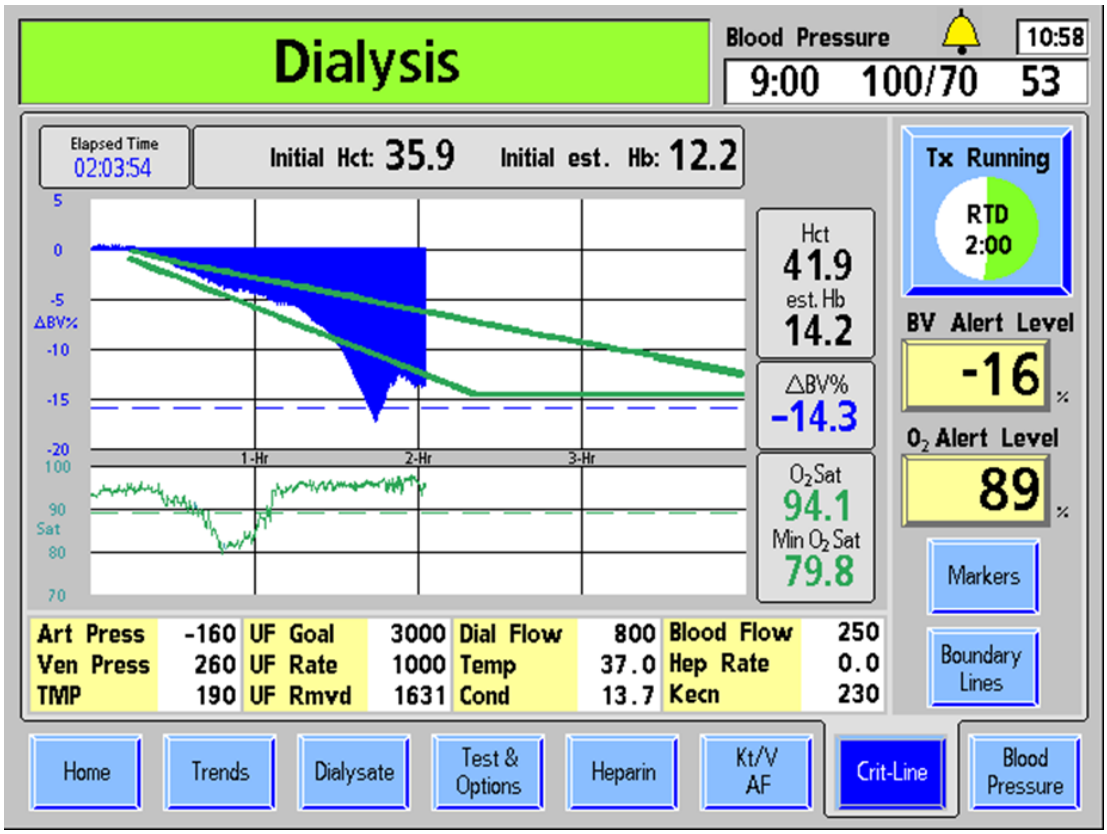
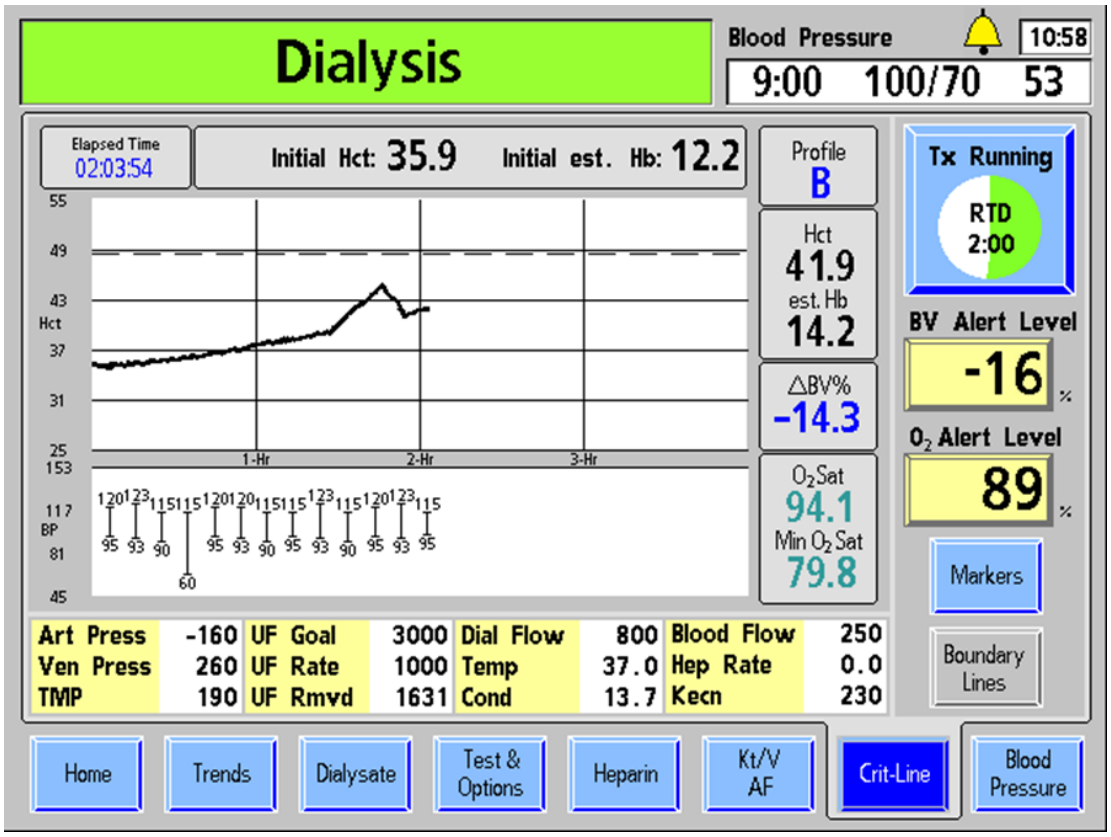

Figure 77 – Crit-Line Screen (Showing BV with Boundary Lines and O_2 Saturation) (Showing functional software version 2.74 or later)
Figure 78 – Crit-Line Screen (Showing Hct and BP) (Showing functional software version 2.74 or later)
The "Crit-Line" screen can display either Blood Volume (BV) (see Figure 77 on page 157) or Hematocrit (Hct) (see Figure 78 below) on the upper graph depending on the Service Mode setting.
Boundary Lines – If enabled by pressing the **Boundary Lines** button, these two green lines on the BV graph show where a per hour drop of -3% and -6.5% in relative blood volume would be. The lower line does not go below a -15% drop for the entire treatment. The two lines are displayed at the beginning of treatment, but do not cover the first 15 minutes of treatment (see Figure 77). After four hours of treatment, the boundary lines disappear. When boundary lines are displayed, the blood volume change profile letter (A, B or C) is not shown.
The BV (Blood Volume) graph (Figure 77 on page 157) is displayed as a fill graph. A line is filled from 0 to the ΔBV% value. As the dialysis treatment progresses, fluid is taken out of the blood by the 2008T hemodialysis machine's ultrafiltration pump. This will result in a greater percentage of the blood being red blood cells and the blood volume fill graph will trend downwards and approach the alert level. The BV alert level is drawn as a blue dotted line across the BV graph.
The Hct (Hematocrit) graph is a line graph (Figure 78 on page 158) drawn from the previous hematocrit value. As the dialysis treatment progresses, fluid is taken out of the blood by the 2008T hemodialysis machine's ultrafiltration pump. This will result in a greater percentage of the blood being red blood cells and the hematocrit line graph will trend upwards and approach the alert level.
Oxygen saturation is the default display on the "Crit-Line" screen's bottom graph. The O_2 Sat (Oxygen Saturation) graph (Figure 77 on page 157) is a line graph drawn from the previous oxygen saturation value. The O_2 Alert Level is drawn as a green dotted line across the Oxygen Saturation graph.
Similar to the Blood Pressure graph on the "Trends" and "Blood Pressure" screens, the BP (Blood Pressure) graph (Figure 78 on page 158) is drawn as a series of black dumbbells between the systolic and diastolic blood pressures. On the "Crit-Line" screen, the systolic (upper) and diastolic (lower) numbers are also displayed. If the value is out of range (as specified by the parameters on the "Blood Pressure" screen), the dumbbell will be drawn in red.